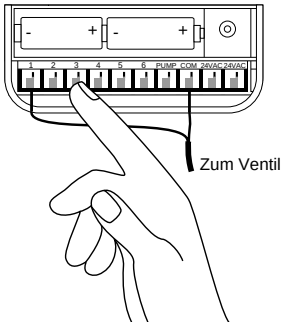

Abb. 26: Anschluß der Ventilkabel
- Schließen Sie das gemeinsame Kabel am Anschluß mit der Markierung "**COM**" an **[siehe Abb. 26]**.